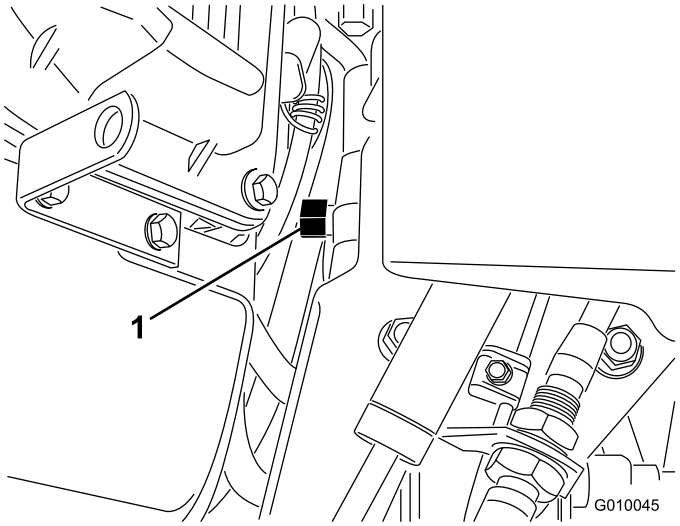

**Figur 30**
2. Använd en 16 mm skruvnyckel och vrid överströmningsventilen motsols ett varv. Hydrauloljan kan då passera förbi pumpen, så att hjulen kan rotera (Figur 30).
4. Vrid överströmningsventilen medsols ett varv när du vill använda luftaren igen (Figur 30).